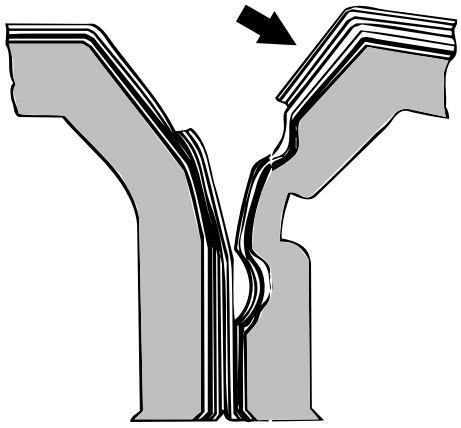

fig.1
- a rupture occurs in any of the layers (fig.1).